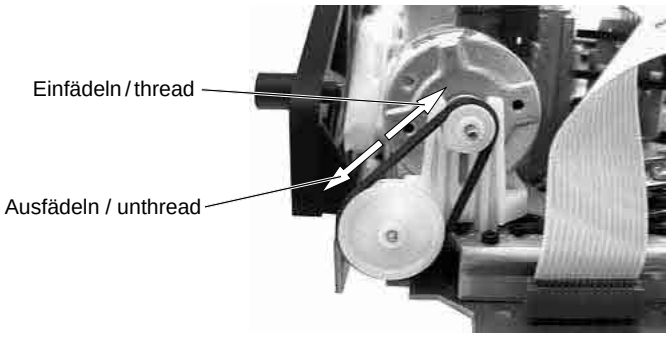
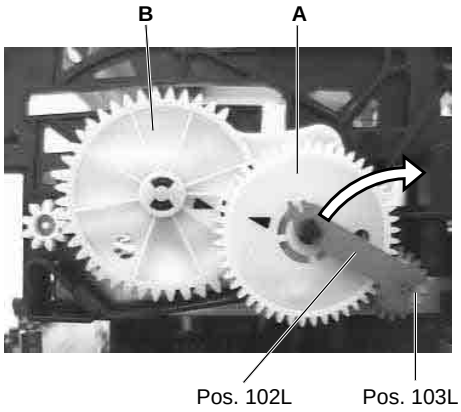

Fig. 3
Fig. 6
– Fädelmotor entgegen dem Uhrzeigersinn drehen (Fig. 3), bis der Cassettenschacht abgesenkt ist.
– Turn the threading motor counterclockwise (Fig. 3) until the cassette compartment is down.
Wenn nach dem Drücken der Eject-Taste das Laufwerk nicht ausfädelt und die Cassette auswirft, kann dies auch von Hand durchgeführt werden. Dazu ist das Antriebsrad des Fädelmotors zu drehen (Fig. 3). Um Bandschlaufen zu vermeiden, muß wechselweise auch der Capstanmotor (Pos. 127, Fig. 6) entgegen dem Uhrzeigersinn bewegt werden, bis das Band komplett in der Cassette aufgewickelt ist.
If the tape deck does not unthread and eject the cassette by pressing the Eject button this function can also be effected manually by turning the driving gear at the threading motor (Fig 3). To avoid slackening of the tape, turn the capstan motor (counterclockwise) (Pos. 127, Fig. 6) and the driving gear alternately until the tape is completely wound up in the cassette.
- Antriebsrad des Fädelmotors in Drehrichtung "Einfädeln" (Fig. 3) so weit drehen, bis das Zahnrad (Pos. 103L, Fig. 6) entriegelt ist.
- Klammer (Pos. 102L) von der Achse des Zahnrades "A" lösen (Fig. 6).
- Turn the driving gear of the threading motor in the "threading" direction (Fig. 3) until the gearwheel (Pos. 103L, Fig. 6) disengages.
- Release the bracket (Pos. 102L) from the shaft of gearwheel "A" (Fig. 6).
- Cassettenschacht abgesenkt und Zahnrad "A" (Fig. 6) eingerastet.
Hinweis: Bei Cassettenliftzahnrädern (A und B, Fig. 6) mit Markierungspfeilen müssen die Pfeile zueinander zeigen.
- Klammer (Pos. 102L) auf der Achse des Zahnrades "A" einrasten (Fig. 6).
- Cassette compartment down, gearwheel "A" (Fig. 6) engaged.
Note: For video recorders which are fitted with cassette lift gear wheels (A and B, Fig. 6) marked with arrows, the arrows must show towards each other.
- Place the bracket (Pos. 102L) onto the shaft of gearwheel "A" and lock it in (Fig. 6).